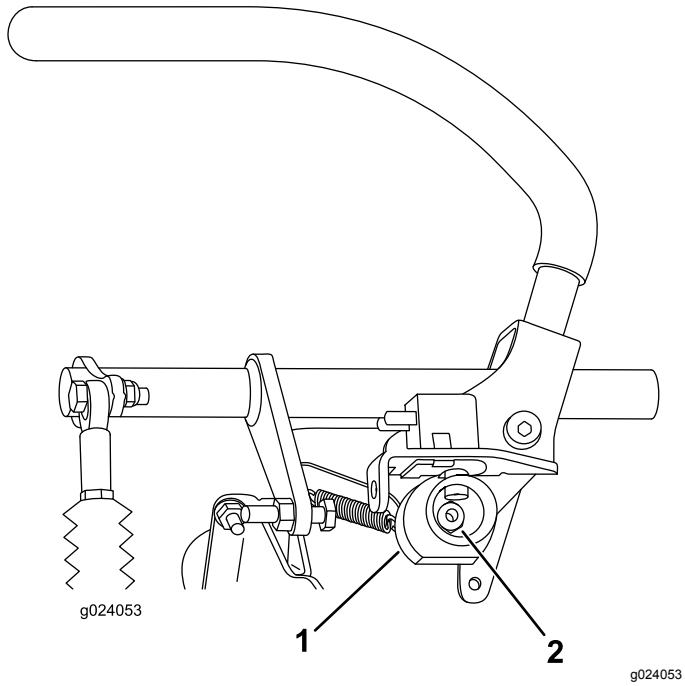

Figur 69
6. Løsn møtrikken, der fastholder knasten (Figur 69).